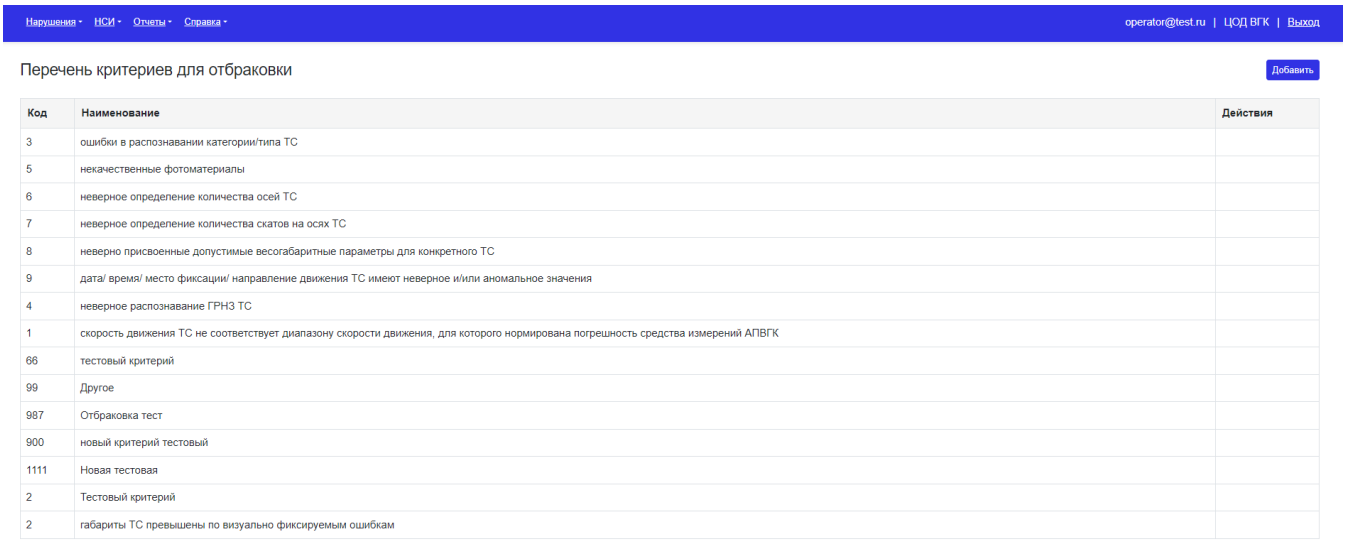

Рисунок 306 – Перечень критериев для отбраковки
3. Система откроет параметры для фильтров автоматической проверки (Рисунок 306);